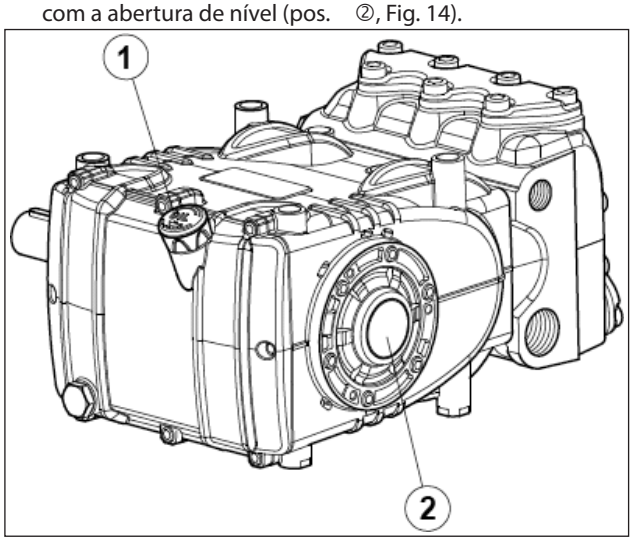

Fig. 14
5. O óleo no cárter da bomba está no nível, verificando com a respectiva vareta (pos. ① Fig. 14) e excepcionalmente com a abertura de nível (pos. ②, Fig. 14).